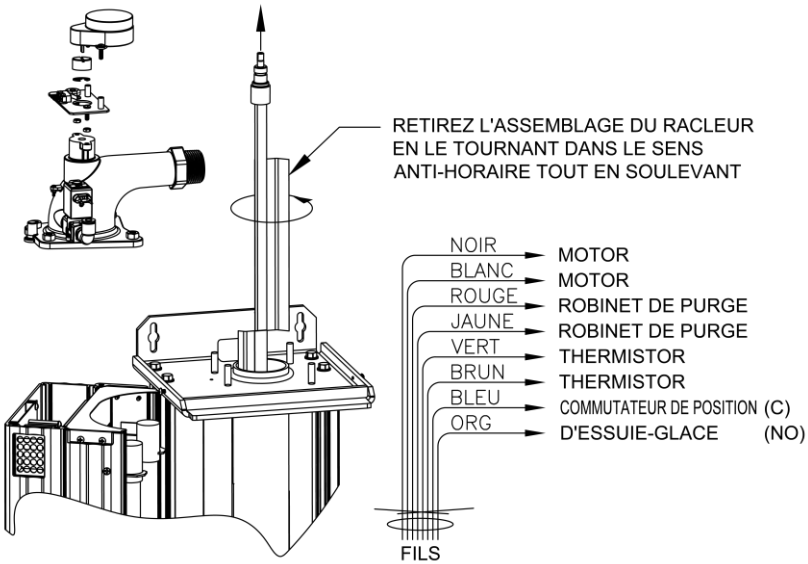

Figure 7.6
Étape 12 : Appuyez sur la tige du racleur et retirez le collecteur supérieur (Figure 7.6) en le soulevant bien droit pour dégager la tige du racleur. L'adaptateur d'arbre doit rester en haut de l'arbre du racleur. Notez l'orientation de la fente par rapport aux lames du racleur; la fente est alignée par rapport aux lames du racleur.